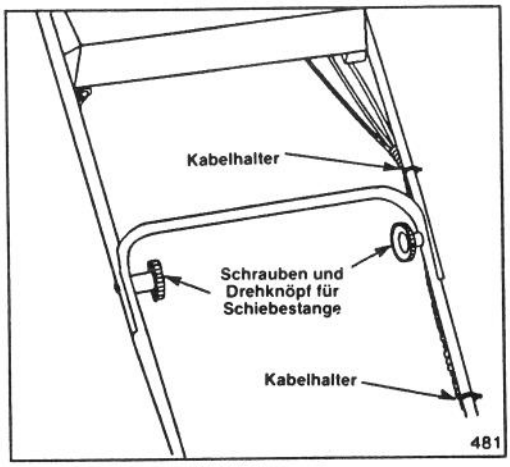

Abbildung 2
2. OBERE SCHIEBESTANGEN (Abb. 2)–Obere und untere Schiebestangen mit den Schrauben und Drehknöpfen befestigen. Die Kontrollkabel müssen hinter der unteren Querstange verlaufen. Kontrollkabel mit Kabelhaltern befestigen.